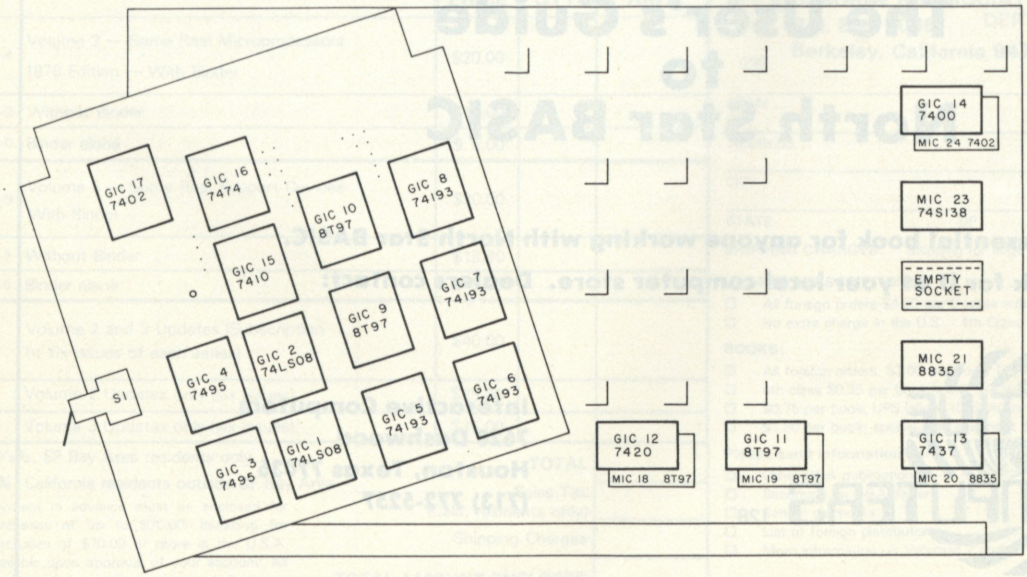

Fig. 5. Component layout for Photo 2.
9. Wire up the auxiliary board. Don't forget to tie the unused inputs on the counters and flip-flops to +5 using 1k pull-up resistors. Wire the connections to the TVT-II to the edge connector on the prototyping board. Wire up a mating female connector with the wires coming from the TVT-II. Connect power and ground to the auxiliary board. (Fig. 5 is a component legend for Photo 2 —the auxiliary board and the memory board.)